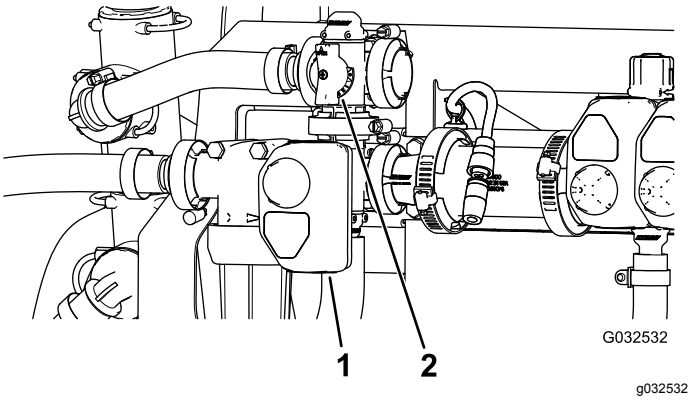

Figur 50
10. Juster omrøringsomløbsventilen (Figur 50) på bagsiden af omrøringsventilen, indtil sprøjtesystemets tryk er 689 kPa (100 psi).